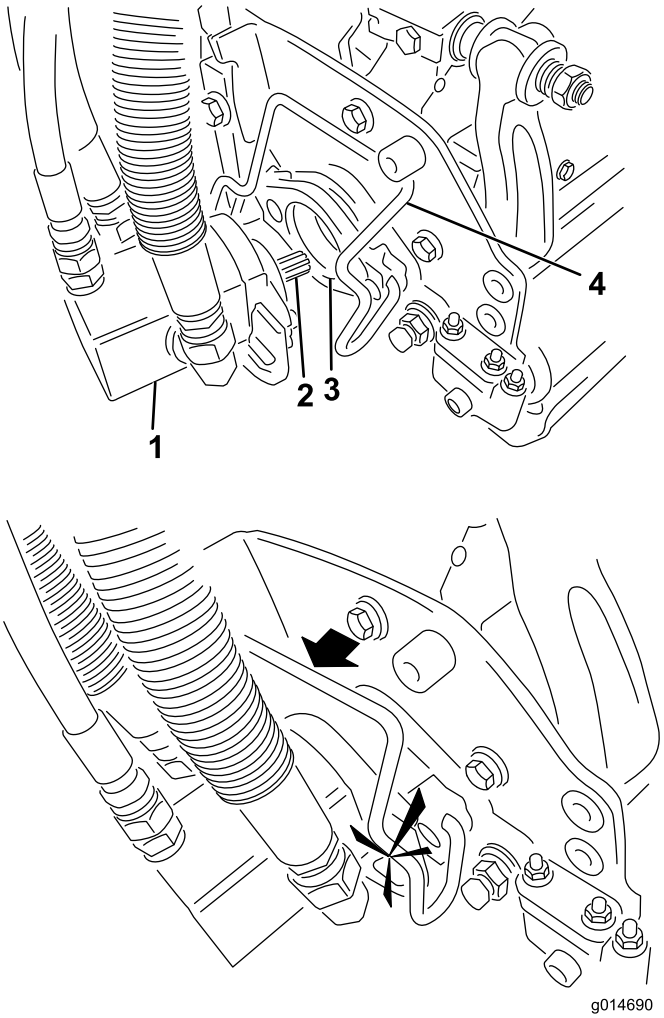

Figur 13
7. Stryk på rent fett på klippenhetsmotorns räfflade axel (Figur 13).
8. För in motorn på vänster sida av klippenheten (sett från förarsätet) och dra motorfäststaget på klippenheten mot motorn tills du hör ett klickljud från båda sidorna av motorn (Figur 13).